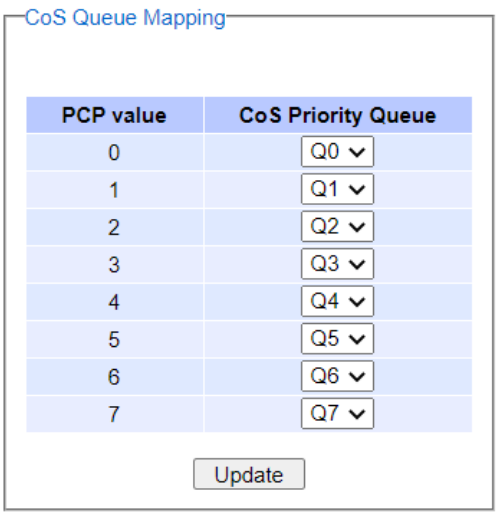

Figure 2.19 Mapping Table of CoS Webpage
The switch can classify traffic based on a valid 802.1p (CoS - Class of Service) priority tag. These options allow users to map Priority Code Point (PC) within an Ethernet frame header to different CoS priority queues as shown in Figure 2.19. The user can choose the desired CoS Priority Queue from the drop-down list from Q1 to Q7 for each PCP value. Descriptions of priority queue in CoS Queue Mapping page are summarized in Table 2.9.
The managed switch provides a trap function that allows switch to send notification to agents with SNMP traps or inform. The notifications are based on the status changes of the switch such as link up, link down, warm start, and cold start. For inform mode, after sending SNMP inform requests, switch will resends inform request if it does not receive response within 10 seconds. The switch will try re-send three times. This option allows users to configure SNMP Trap Setting by setting the destination IP Address of the Trap server, Port Number of the Trap server, and Community String for authentication. Figure 2.19 shows these Tap Setting's options. The first line enables the users to select the Trap Mode which can be either **Trap** or **Inform**. Please click on the **Update** button after selecting the desired Trap Mode. After entering all required fields for Trap Setting in the last line, please click on the **Add** button. Table 2.10 summarizes the descriptions of trap receiver settings.